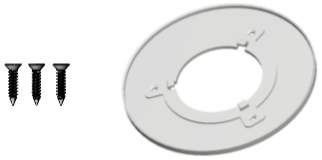

Fig. 1
1. **Parts:** Verify all parts are included with the Twist Mount Bracket Kit as shown in Fig. 1.